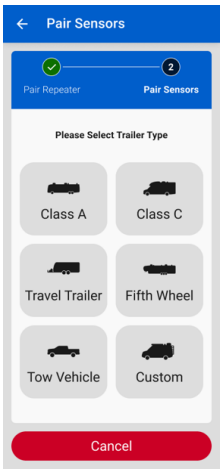

Fig.12
2. Select your Trailer Type **(Fig. 12)**.